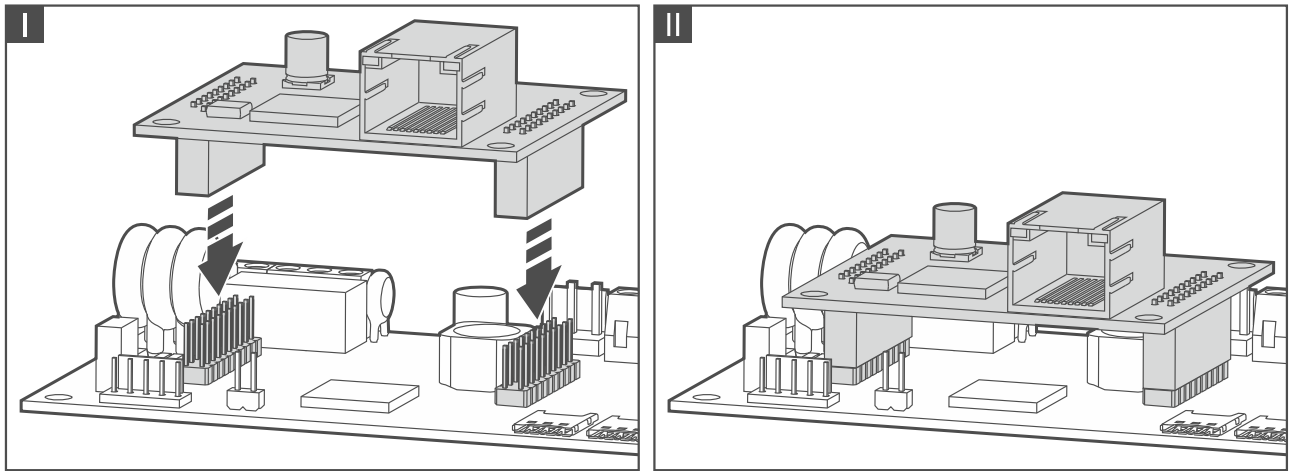

Рис. 8. Установка модуля GSM-X-PSTN на главной плате модуля GSM-X.
3. Установите модуль GSM-X-ETH в разъемы на плате модуля GSM-X (рис. 8).